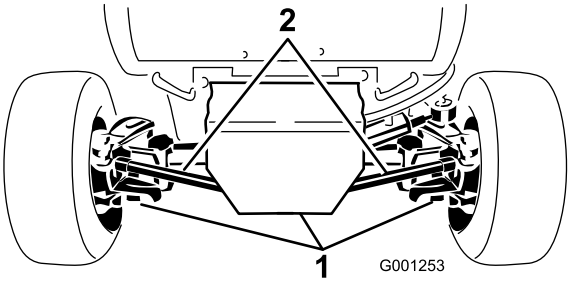

**Figur 64**
2. Rengör området runt de tre avtappningspluggarna (Figur 64).